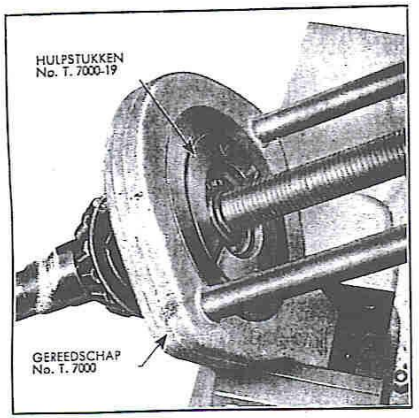

Afb. 15 - Het verwijderen van het pignon-steunlager.
2. Om het pignonlager te vernieuwen moet eerst de borgring uit de groef a de achterkant van het lager worden weggenomen. Gebruik het gereed-sch No. T-7000 met de drukring en de beide halve hulpringen No. T-7000-1 (zie afb. 15). Monteer het nieuwe lager met dezelfde hulpstukken en te de plaat T-7000-19/b. Borg het lager tenslotte met een nieuwe borgring